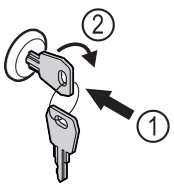

Fig. 131 Beispielhafte Darstellung
▶ Schlüssel hineindrücken *Fig. 131 (1)*.
▶ Schlüssel um 90° im Uhrzeigersinn drehen *Fig. 131 (2)*.